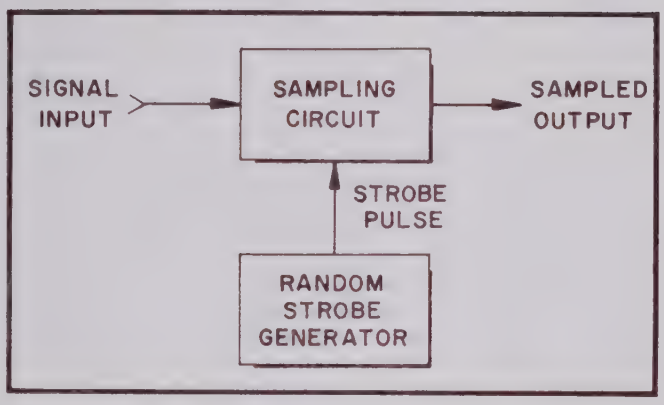

Figure 3-1 Basic Sampling System
a. General. A sampling system in its simplest form is shown in Figure 3-1. Each time the strobe generator sends a pulse to the sampling circuit, the amplitude of the input waveform at the time of the strobe appears at the output. This system is not coherent, and the shape of the waveform could not be determined from the sampled output. Certain information, however, could be determined from the output. For example, if a peak detector followed the sampled output, the peak amplitude of the waveform could be found.